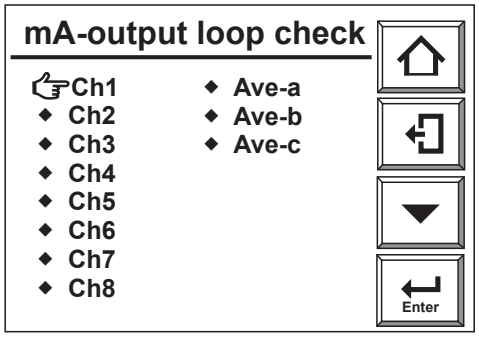

Figure 7.17 Analog output select
4) The “mA-output loop check” channel-select display appears (Figure 7.17).